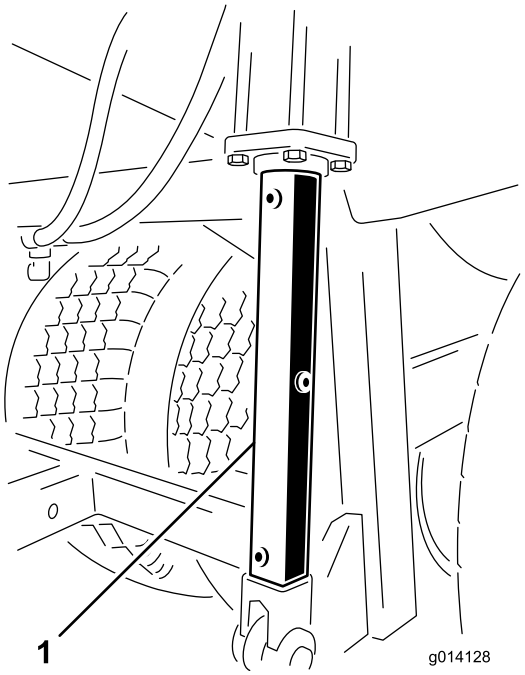

Figur 46
Innan du utför underhåll under tråget när det är höjt ska du montera de två hydraulcylinderstöden (Figur 46).
3. Montera hydraulcylinderstöden på hydraulcylindrarnas stänger (Figur 46).